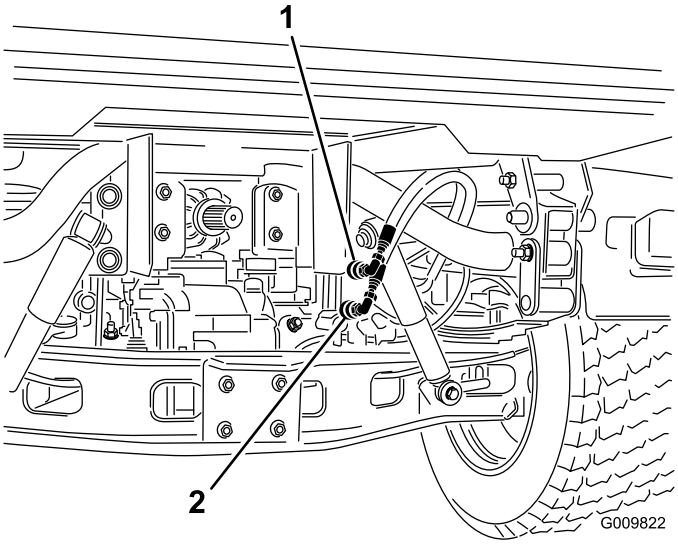

**Figur 75**
2. På begge maskiner: Kobl de to lynkoblingsslanger fra slangerne, der er fastgjort på koblingsholderen (Figur 75).